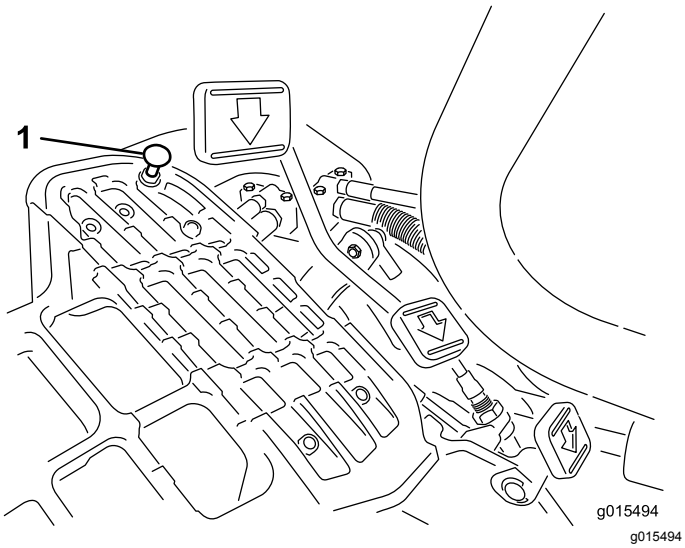

Figur 35
1. Sæt funktionsbevægelseshåndtaget i TRANSPORT-positionen, og løsn den låsemøtrik, der holder pedalstoppet på gulvpladen (Figur 35).